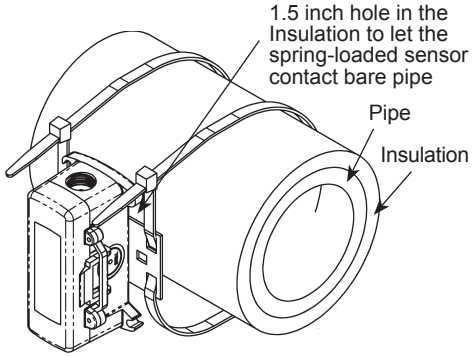

Fig. 9: Spring Loaded Strap Unit Mounting (BAPI-Box 2 Enclosure shown but mounting is similar for all BAPI-Boxes.)
1. Figure 9 shows a typical direct pipe installation for insulated pipes from 5” to 14”. Insulation thickness accommodated is 0.5” to 2.5”.